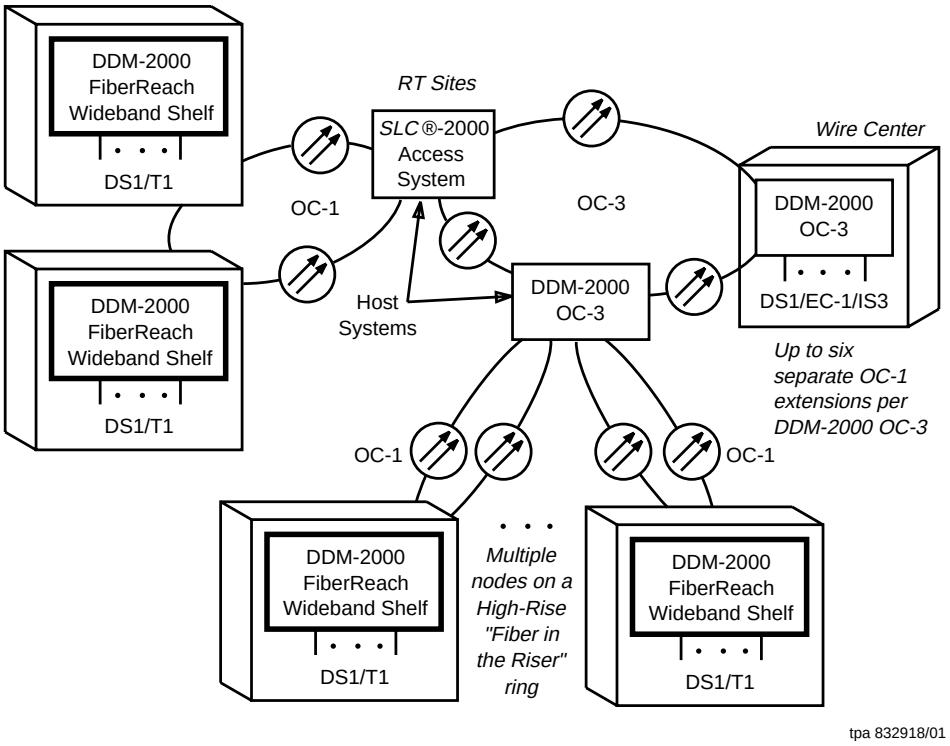
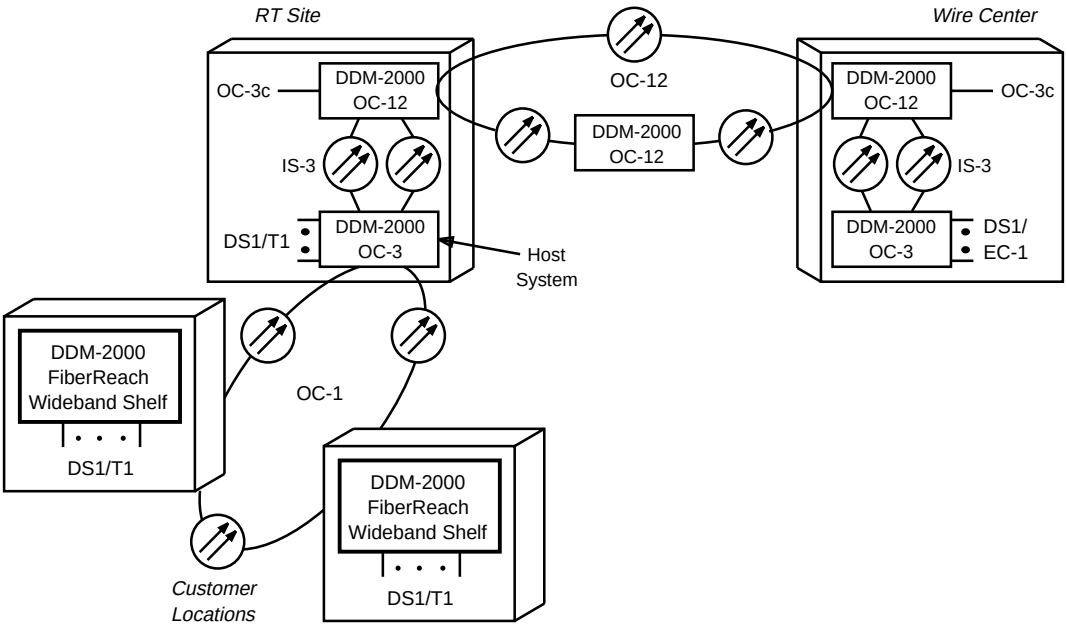

Figure 2-4. DDM-2000 FiberReach Rings Single Homing to a DDM-2000 OC-3 Ring
Figure 2-5. DDM-2000 FiberReach Rings Single Homing to a DDM-2000 OC-12 Ring
Figure 2-4 and Figure 2-5 illustrate how single-homed OC-1 extensions can satisfy a growing access network. Single-homing applications connect both rotations of the OC-1 extension to a single DDM-2000 OC-3 Multiplexer or *SLC*-2000 Access System host. The DDM-2000 FiberReach is placed at the customer's location, such as in a telecommunications equipment closet on each floor of a high-rise office complex, and delivers protected DS1 channels to the business customer.
The DDM-2000 FiberReach remote system employs standard path protection switching for a highly reliable network that guarantees 60 millisecond recovery from any single facility or equipment failure. Path protection switching occurs at a node in which the channel is dropped from the ring to a low-speed interface. For example, in Figure 2-4 the remote DDM-2000 FiberReach nodes and the DDM-2000 OC-3 in the wire center supply the path switching function for a survivable end-to-end transport between the customer and wire center. Channels pass between the OC-1 and OC-3 rings at the host DDM-2000 OC-3 and *SLC*-2000 systems with a ring (0x1) low-speed interface. This arrangement supports full TSI assignment between low-speed and high-speed time slots while preserving independent service and protection paths between the host and extension rings.
DDM-2000 FiberReach can also be extended from an OC-12/virtual tributary (VT) path-switched ring as shown in Figure 2-5. The DDM-2000 OC-3 system at the host node grooms and packs VT1.5 channels from the OC-1 extension rings for maximum utilization of the OC-12 backbone ring. Both the host OC-3 and OC-12 systems use the ring (0x1) low-speed interfaces, with 60 millisecond path protection switching performed, at the remote DDM-2000 FiberReach and wire center DDM-2000 OC-3 endpoints.